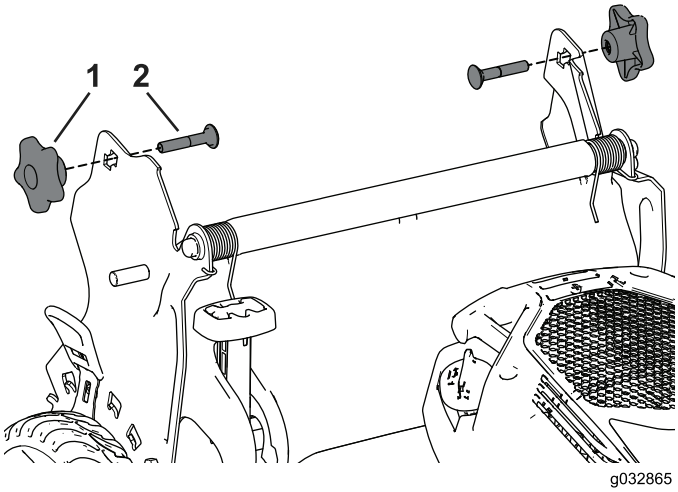

Figur 3
1. Fjern og behold de to håndtaksknottene og de to låseboltene fra håndtaksbrakettene (Figur 3).